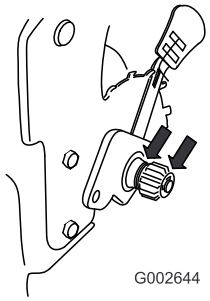

Figur 39
2. Påfør en smøreolje på de innvendige og utvendige sidene av giret som vist i Figur 39.